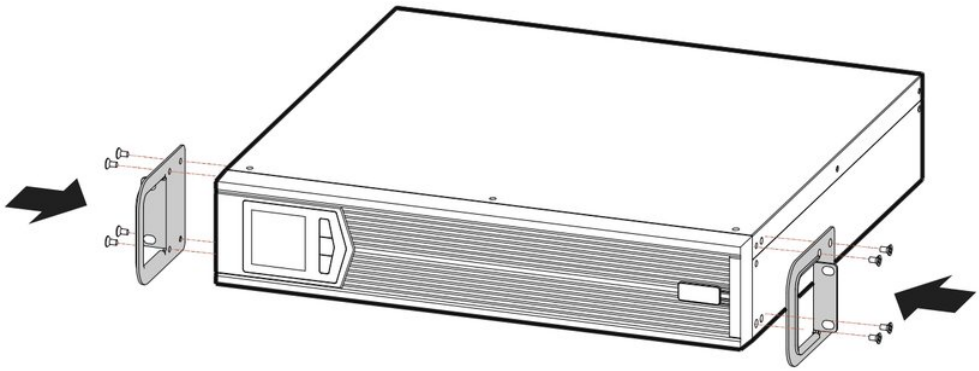

FIGURA 3-1 Montaggio delle staffe per rack
1. Fissare le due staffe per montaggio a rack ai lati dell'UPS con 4 viti a testa svasata, come mostrato nella Figura 3-1.